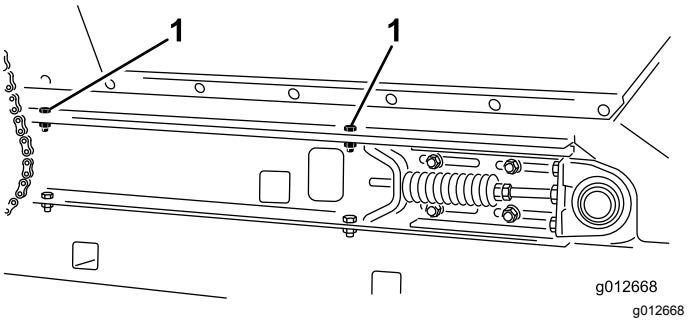

Rysunek 25
2. Po każdej stronie maszyny zdemontuj 2 śruby, 2 podkładki i 2 przeciwnakrętki mocujące kosz do szyn ramy ślizgowej (Rysunek 25).